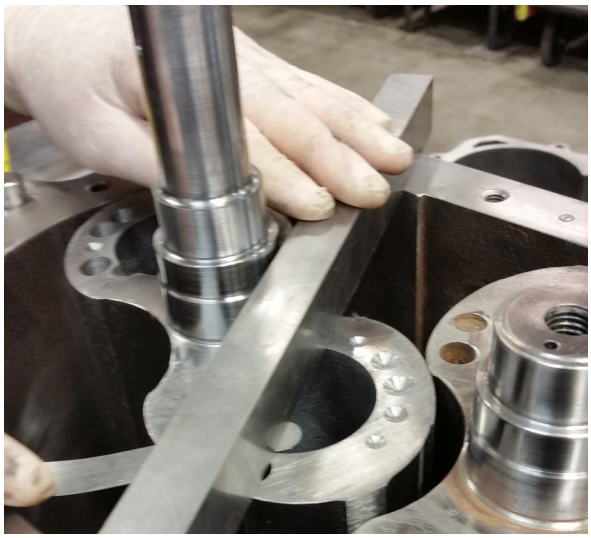

Figure 8-13 – Check Drive End Clearances
9. Set dowel pins in housing and position housing over the rotors and fasten with cap screws. Check drive end clearance (see ***Figure 8-13***). A depth mic can be used.